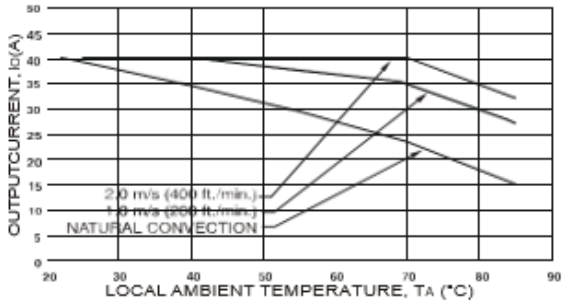

Figure 57. Output Power Derating for QRW040A0S1R0 (Vo = 1.0V) in Transverse Orientation with No Baseplate; Airflow direction from VIN (+) to VIN (–); VIN = 48V.
Increasing airflow over the module enhances the heat transfer via convection. Figures 57 through 64 shows the maximum current that can be delivered by the corresponding module without exceeding the maximum case temperature versus local ambient temperature (TA) for natural convection through 2 m/s (400 ft./min.).